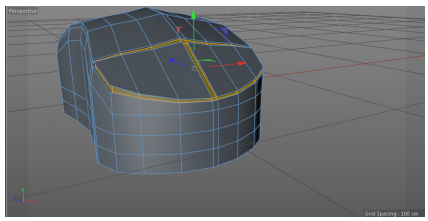

Figure 3-56 *The extruded polygons of Computer mouse*
6. In the Perspective viewport, right-click on the selected polygons of *Computer mouse*; a shortcut menu is displayed. Choose **Extrude** from the shortcut menu; the **Extrude** tool settings are displayed in the Attribute Manager. Choose the **Options** button; the **Options** area is displayed. Specify the value **-1** in the **Offset** spinner and then press ENTER; the selected polygons of *Computer mouse* are extruded, as shown in Figure 3-56.